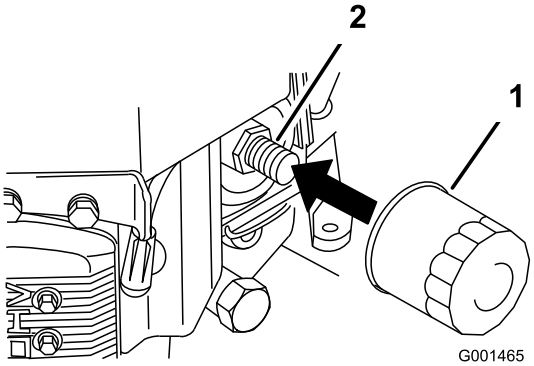

Figur 38
2. Ta bort det gamla filtret (Figur 38).
3. Stryk på ett tunt lager ny olja på utbytesfiltrets gummipackning (Figur 38).
4. Montera det nya oljefiltret i filteradaptern, vrid oljefiltret medurs tills gummipackningen ligger mot filteradaptern och skruva sedan åt filtret ytterligare 3/4 varv (Figur 38).